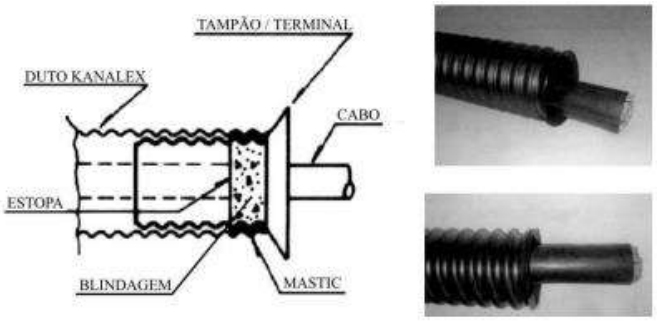

Figura 48
c) Preencher o espaço compreendido entre o cabo e o terminal com uma camada de estopa formando um anteparo e impedindo desta forma, que o material aplicado posteriormente, penetre para o interior do duto conforme Figura 48.